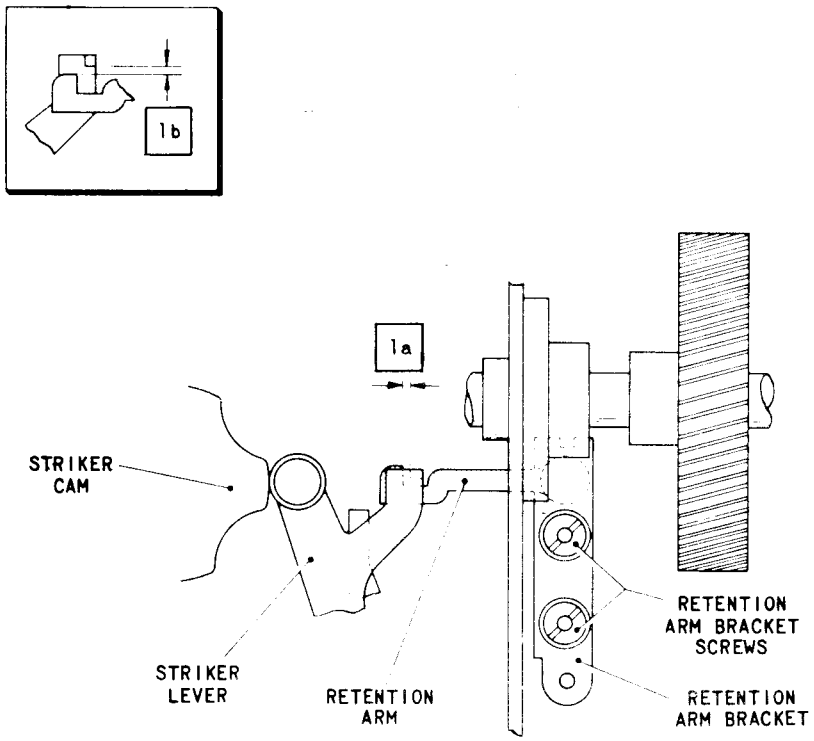

FIG.L.3 PECKER RETENTION ARM MECHANISM
1.1 Move the electromagnet armature to the space position so that the selector clutch detent, Fig.4.28, is released. Turn the machine by hand until the striker lever, Fig.L.3, is on one of the high points of the striker cam. Check that there is now a horizontal clearance of ·005 - ·010 in. (dimension 'la') between the hook on the retention arm and the engagement face of the striker lever.